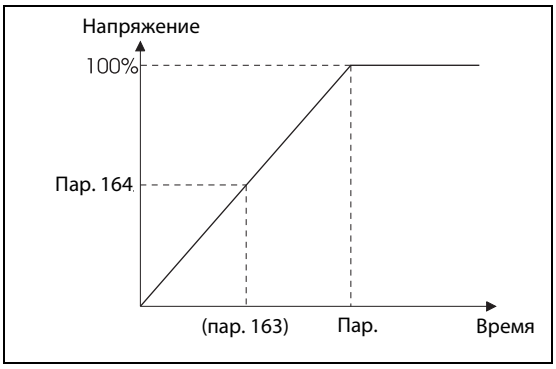

Рис. 5-275:
- Параметры 163 и 164 позволяют настроить нарастание выходного напряжения при перезапуске, как это показано на рис. 5-275.